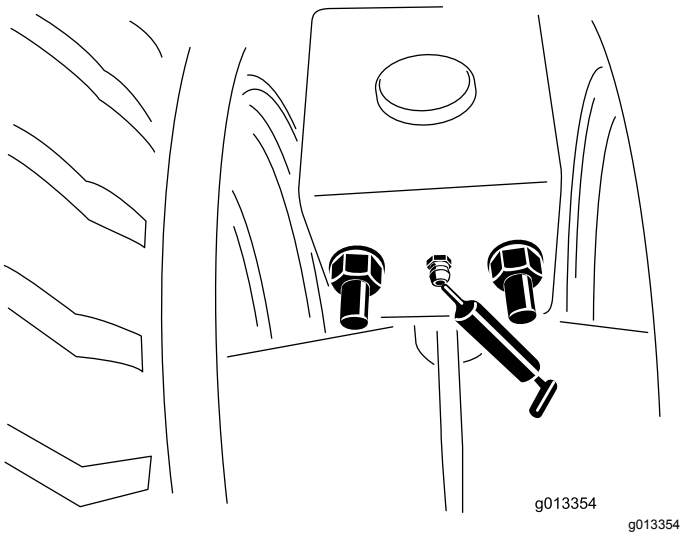

**Figur 54**
1. Rens fedtfittingsene (Figur 54).